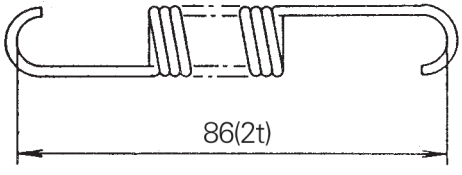
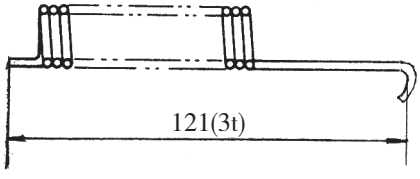

Fig. 8-18
Fig. 8-19
(8) Check the adjuster spring for free length and setting load (See Fig.8-18 and Fig.8-19 and part No.12 on Fig.8-2, part No.18 on Fig.8-3).